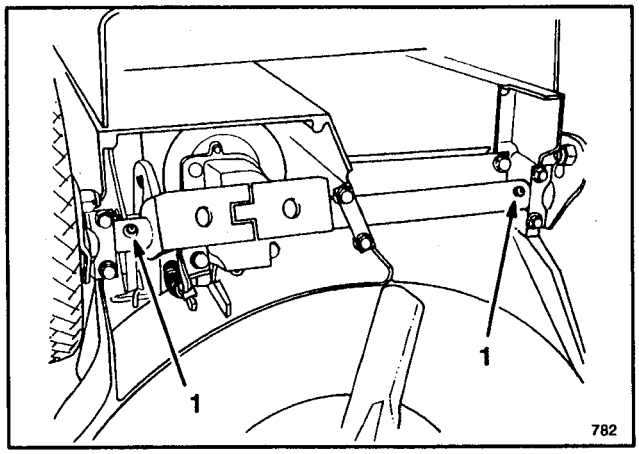

Figure 26
3. Set mower to highest height-of-cut setting (E).
4. Tip mower on its left side. Wipe grease fittings with clean rag (Fig. 26). Install grease gun onto fitting and gently apply one or two pumps of #2 Multi–Purpose Lithium Base Grease.